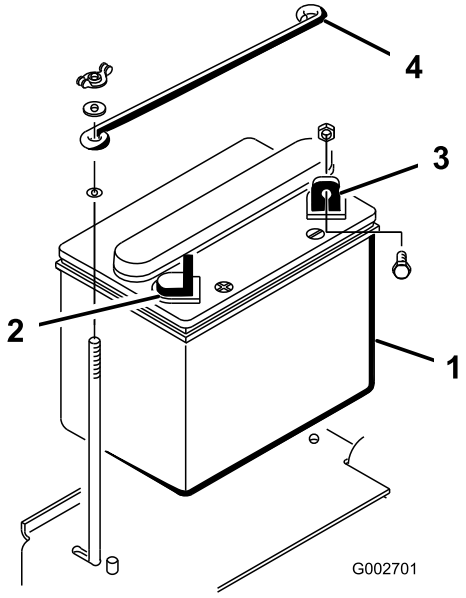

Figur 3
Ta bort de (2) vingmuttrarna och brickorna som fäster batteriets övre låsfäste vid batteriets sidolåsfästen (Figur 3). Ta bort batteriets övre låsfäste och ta bort batteriet.